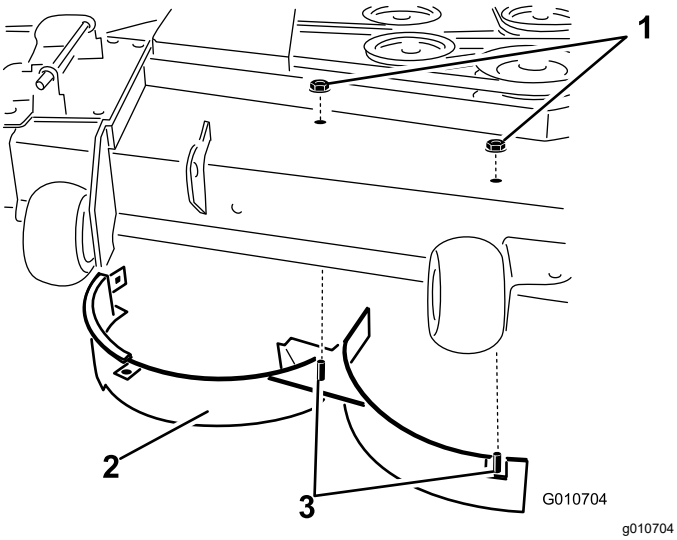

Figur 19
11. Fjern de to låsemutterne (5/16 tomme) som fester de sveisede tappene på den høyre skjermen til toppen av klippeenheten i midtre og høyre for midtre stilling (Figur 19).
12. Fjern låseskruen og låsemutteren som fester den høyre skjermen til toppen av klippeenheten, og fjern den høyre skjermen fra klippeenheten (Figur 19).